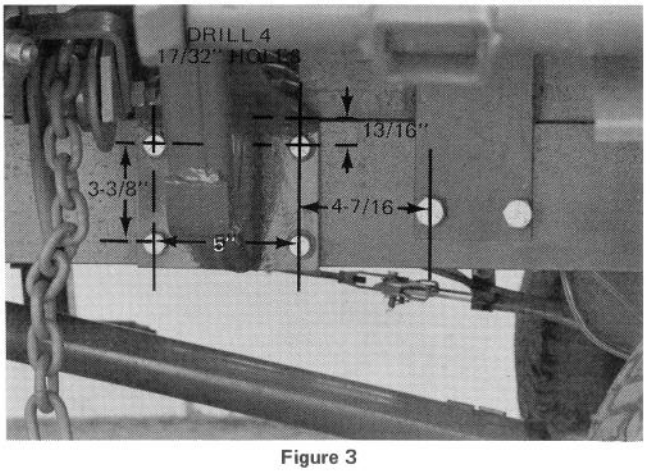

Figure 3
1. Remove the tool box and supports. Remove as much of the Parkmaster frame as is necessary to gain access to the area where the gussets are to be welded. (See Figures 3 and 4.)
3. Mark and drill four 17/32" holes in each side of the frame according to the dimensions given in Figure 3.
7. Secure the rear mounts to the frame with 1/2 x 3-1/2" capscrews, lockwashers, and locknuts as shown in Figure 3.